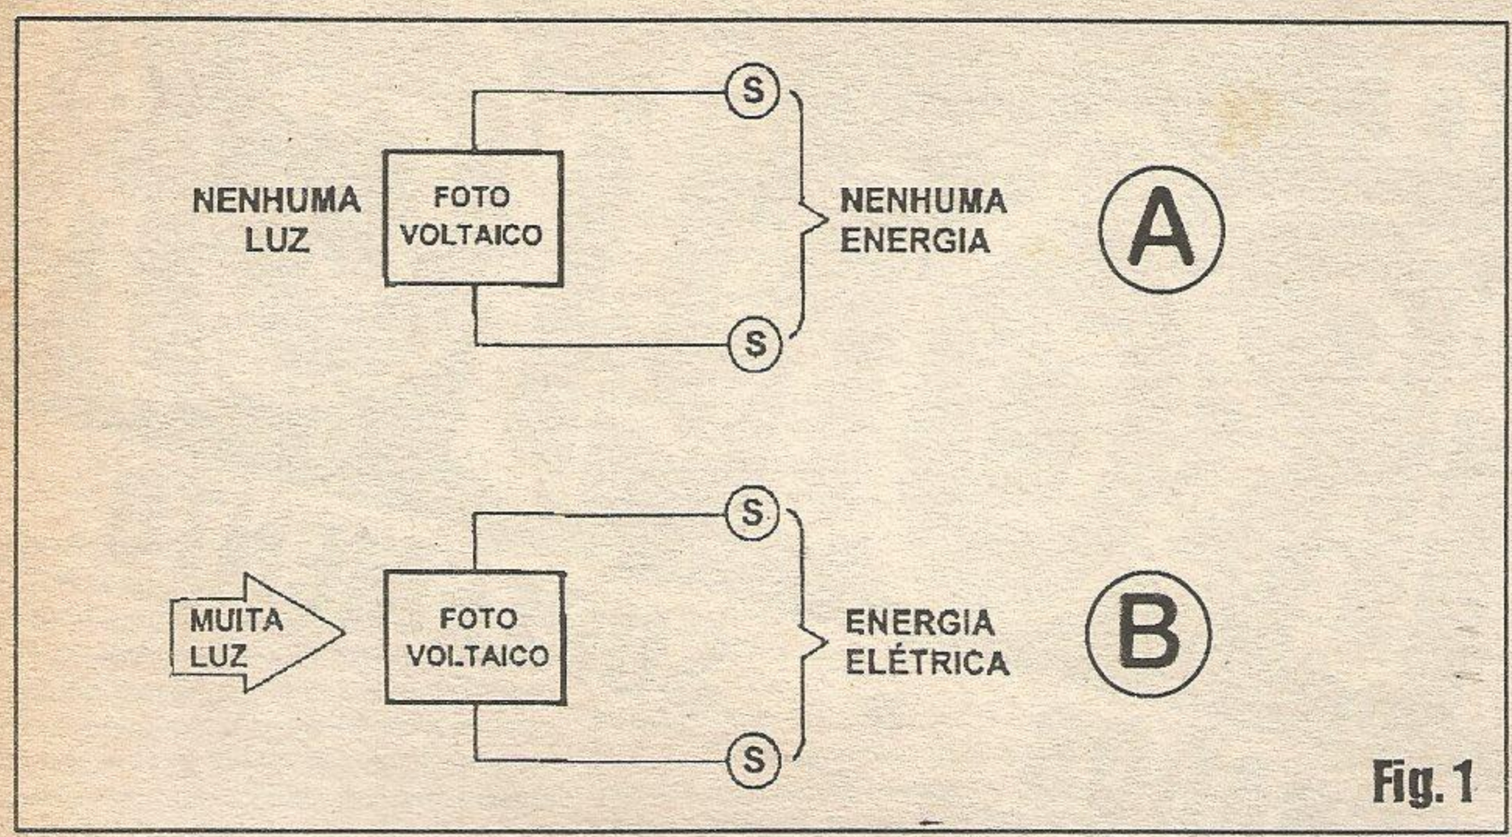

Fig. 1
**- FIG. 1 - O PRINCÍPIO DE *CONVERSÃO* DOS FOTOVOLTAICOS** - Os LDRs (vistos na *aula* anterior), reagem *passivamente* à luz, ou seja, apresentam uma alteração de suas características elétricas (no caso, a resistência...), quando submetidos à luz, de forma proporcional... Os **FOTOVOLTAICOS** operam de maneira bem diferente, *ativa*, já que eles *produzem* energia elétrica quando submetidos à luz (também de forma proporcional à intensidade da energia luminosa recebida...)! É possível fazer um rápida (porém elucidativa...) analogia com os dispositivos eletro-acústicos (já vistos na série de *aulas* sobre O SOM E A ELETRÔNICA...): um FOTO-RESISTOR (como o LDR) assemelha-se a um *microfone de carvão*, já que este reage *passivamente* ao som, apenas sofrendo uma alteração na sua resistência - de forma proporcional - com o que precisa de uma fonte de energia elétrica externa para que possamos recolher os sinais gerados... Dentro da analogia, um FOTOVOLTAICO assemelha-se a um *microfone de cristal* que, quando submetido ao som, *gera* sinais elétricos proporcioinais, transformando diretamente a energia acústica (mecânica) em energia elétrica... Assim, os FOTOVOLTAICOS podem ser considerados *transdutores DIRETOS*...!